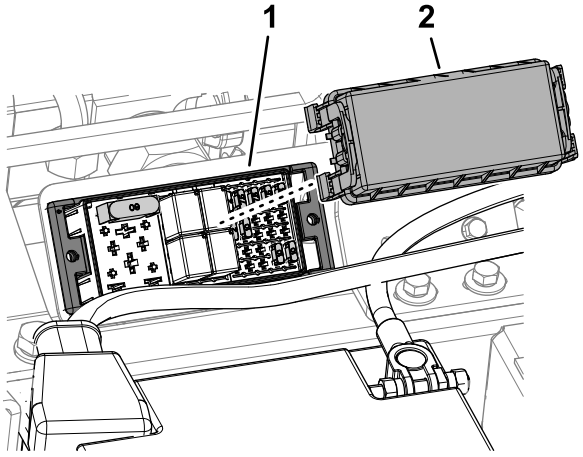

Figur 60
2. Ta bort säkringsblockets kåpa (Figur 60)
5. Montera säkringsblockets kåpa (Figur 60).